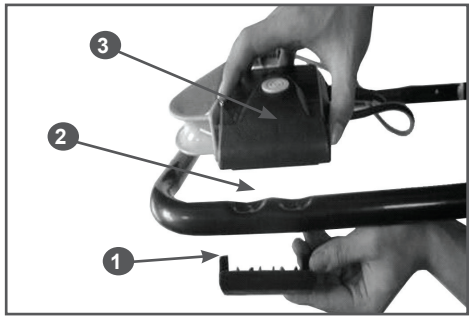

Рис. 2 Установка блока выключателя
1. Установить блок выключателя на рабочую рукоятку. Возьмите верхнюю часть рабочей рукоятки, планку 1 и блок выключателя 3 (Рис. 2). Соедините планку и блок выключателя винтами М4х25 через отверстия 2 (Рис. 2) на рабочей рукоятке